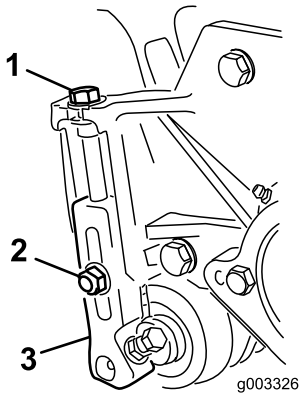

Figur 15
1. Løsn de låsemøtrikker, der fastholder klippehøjdebeslagene på klippeenhedens sideplader (Figur 15).